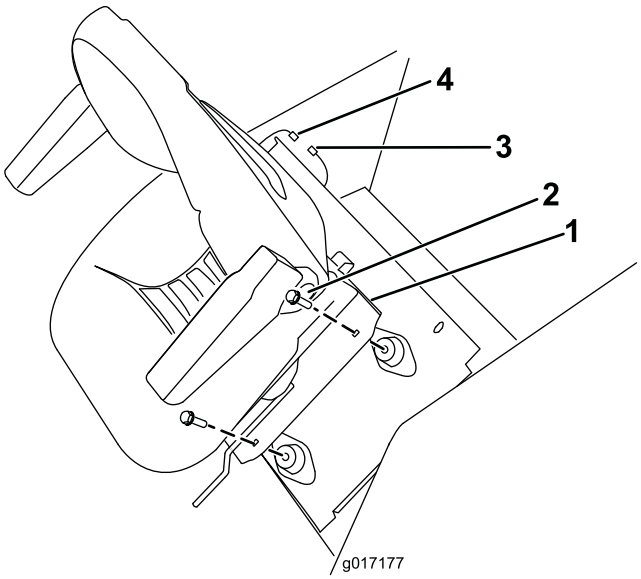

Figur 7
6. Fastgør sædesoklen på sædestativerne og sædepladen med de tidligere fjernede fastgørelsesanordninger (Figur 7).
7. Kobl ledningsnettet til sædets ledningsstik (Figur 7).